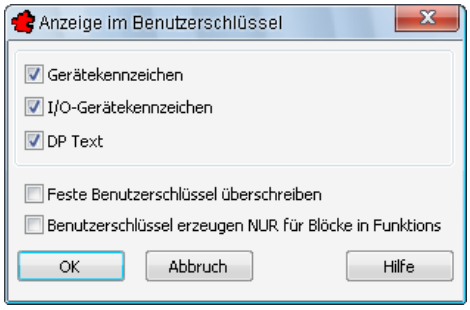

Bild 24.50 – Optionen für das Layout des Benutzerschlüssels
- Das Dialogfeld *Anzeige im Benutzerschlüssel* erscheint (Abb. 24.50).